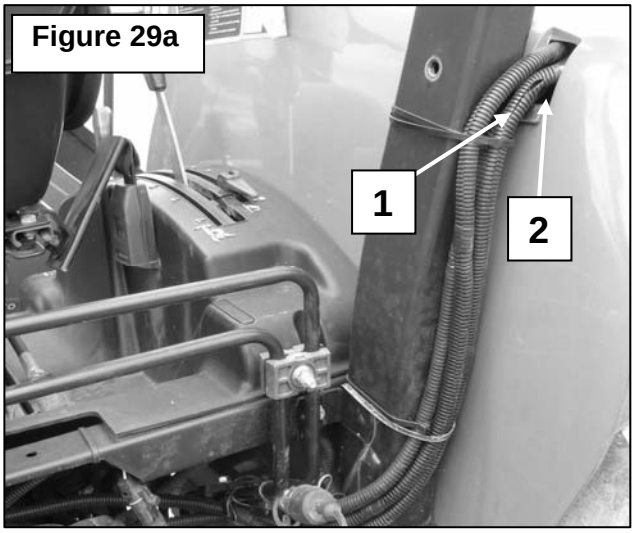

Figure 29a
16. Figures 29a-29b: Insert the 132" harness (item 1) through the hole of the right fender (item 2) then through the guard of the console (item 3). Attach the harness where shown on the figure.